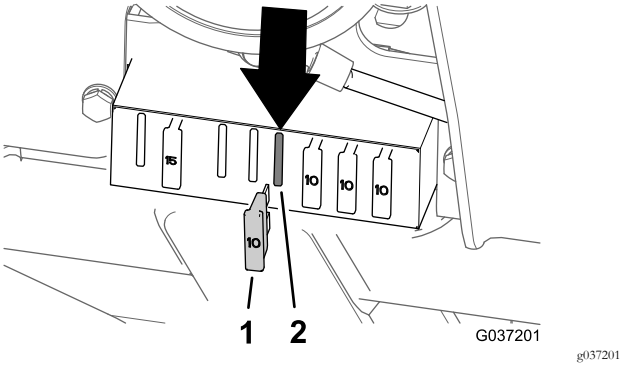

Figur 38
- Modell 30654, 30657 og 30659 – femte sikringsposisjon fra venstre (Figur 38)